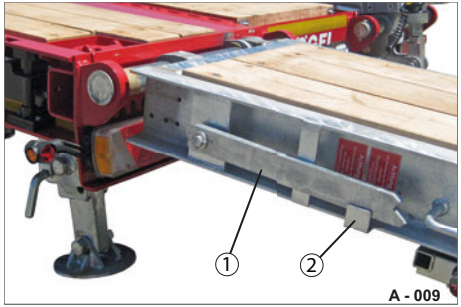

Abb. 7 Gegenhalter gesichert
▶ Klappen Sie den Gegenhalter (Abb. 7/1) in das Sicherungsblech (Abb. 7/2).